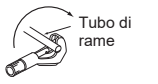

Fig. 1
1) Tagliare il tubo di rame in modo corretto con un tagliatubi. (Fig. 1, 2)